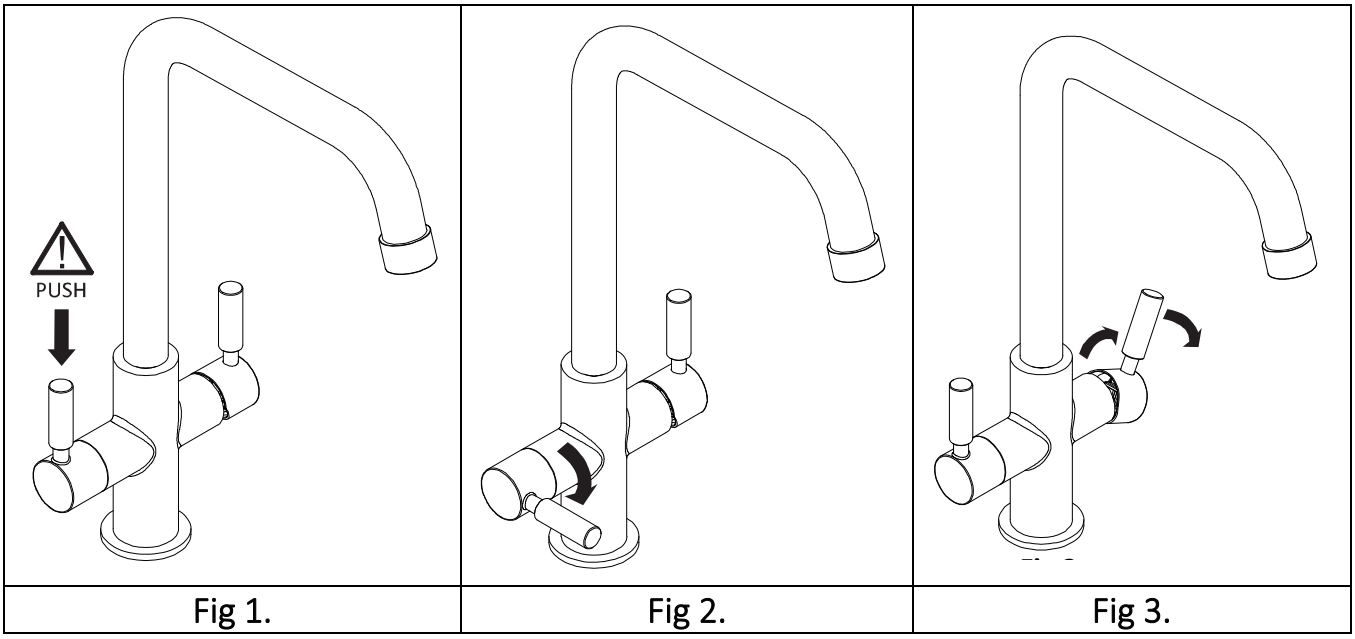

Fig 1.	Fig 2.	Fig 3.
- Hot (boiled) filtered water Fully push the left side handle lever down (Fig. 1) and then simultaneously turn the handle forwards (Fig. 2), the further forwards the lever is turned the greater the flow. It is normal for the hot water to take a moment to start and stop dispensing as the water empties from the product after use.